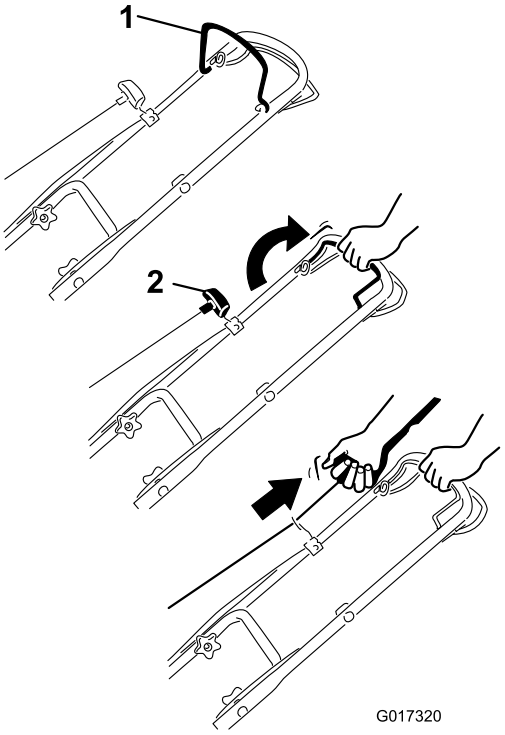

Figura 11
1. Sujete la barra de control de las cuchillas contra el manillar (Figura 11).
2. Tire suavemente del arrancador hasta que note resistencia, luego tire con fuerza. Deje que la cuerda vuelva lentamente al manillar (Figura 11).